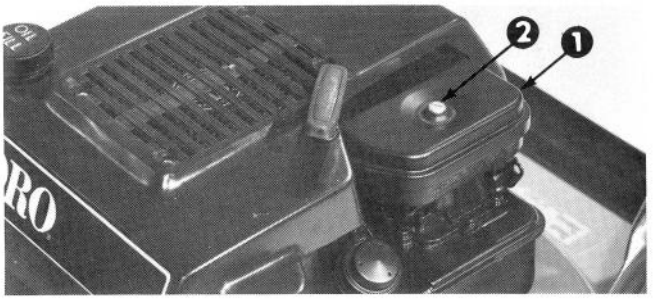

Afbeelding 18
1. Verwijder schroef en deksel, maak schoon (Afb. 18).